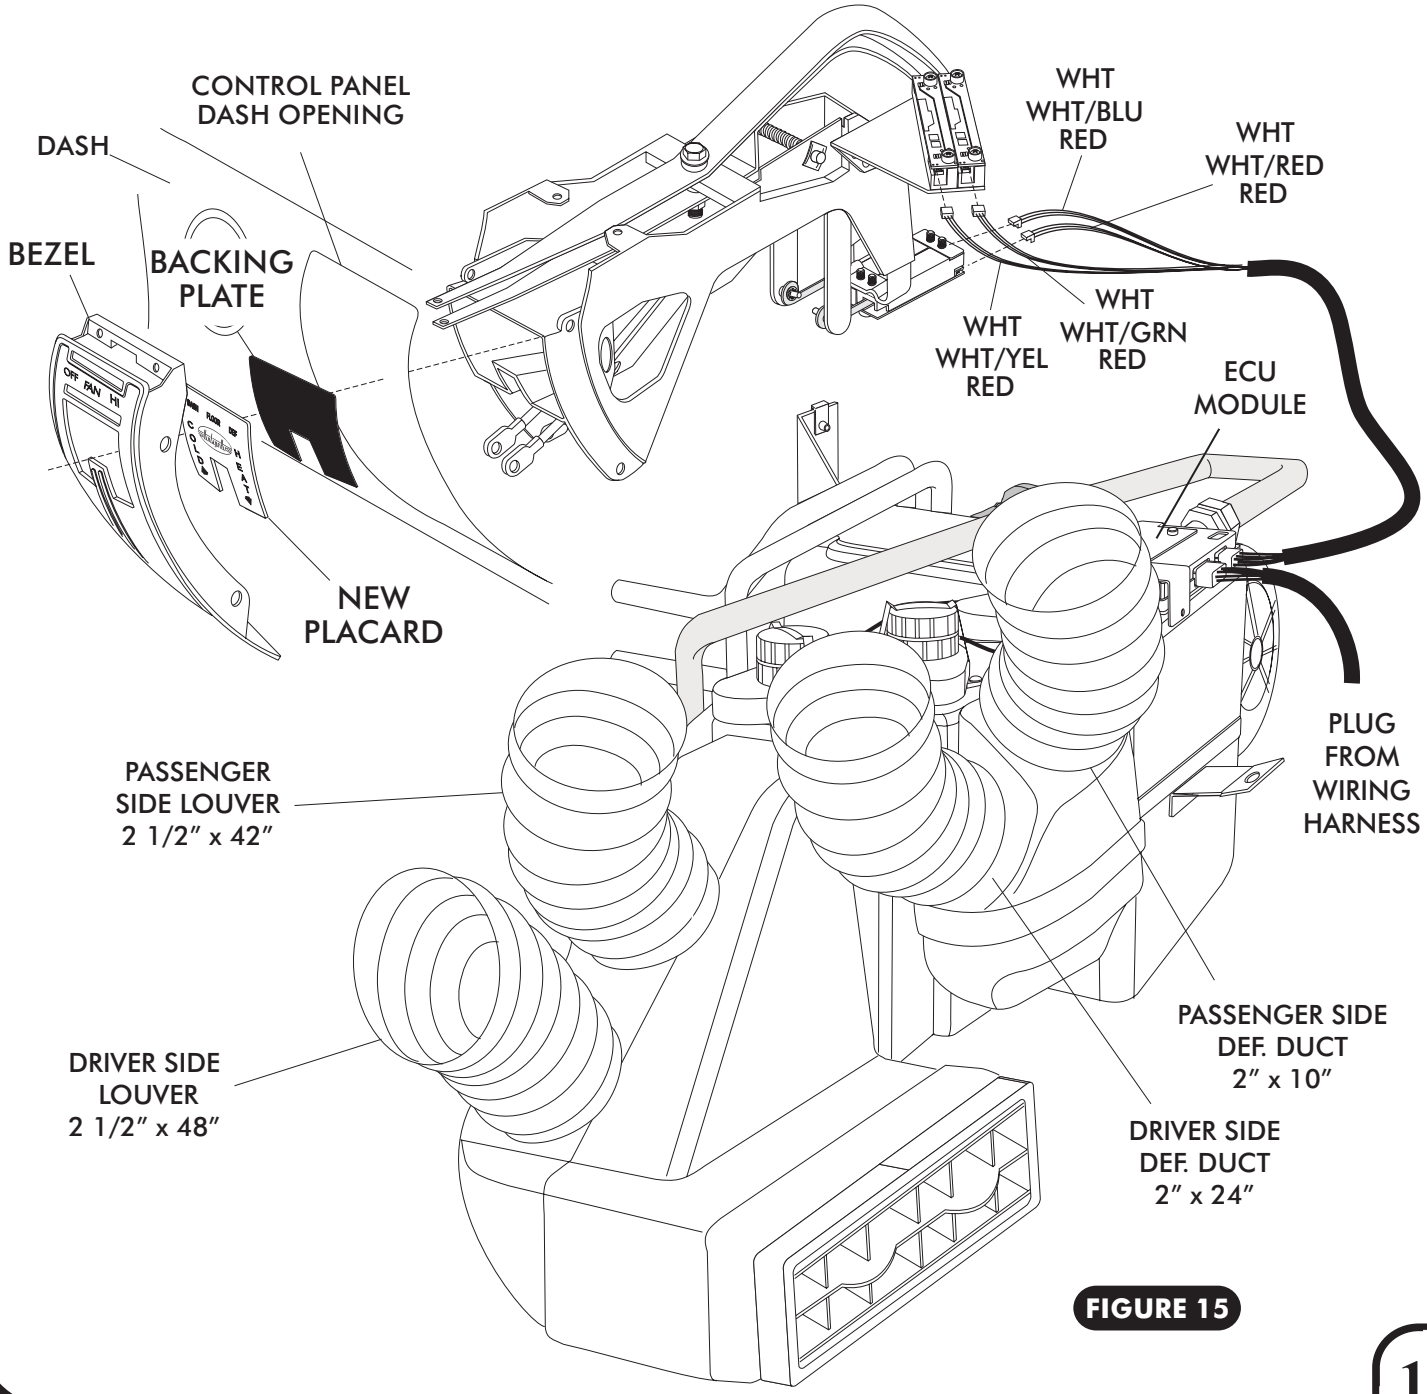

FIGURE 15
- ☐ INSTALL DUCT HOSES AS SHOWN IN FIGURE 15 BELOW.
- ☐ FROM THE BACK SIDE OF THE DASH, INSTALL THE CONTROL PANEL ASSEMBLY THROUGH THE CONTROL PANEL OPENING IN DASH AS SHOWN IN FIGURE 15 BELOW.
- ☐ PLUG THE CONTROL PANEL HARNESS INTO THE ECU MODULE ON SUB CASE AS SHOWN. SEE FIGURE 15 BELOW.